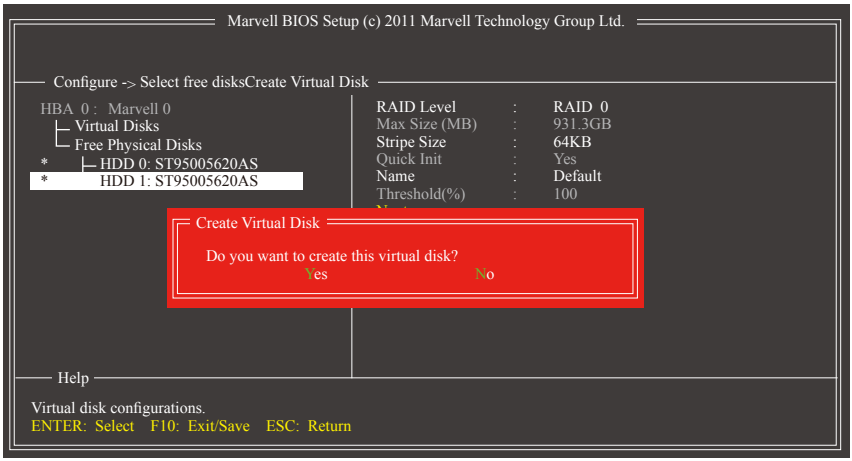

图5
4. Next：完成以上设定请至「Next」项目，按<Enter>键，确认建立磁盘阵列。当确认信息出现时，确定制作磁盘阵列请按<Y>，取消请按<N> (图5)。